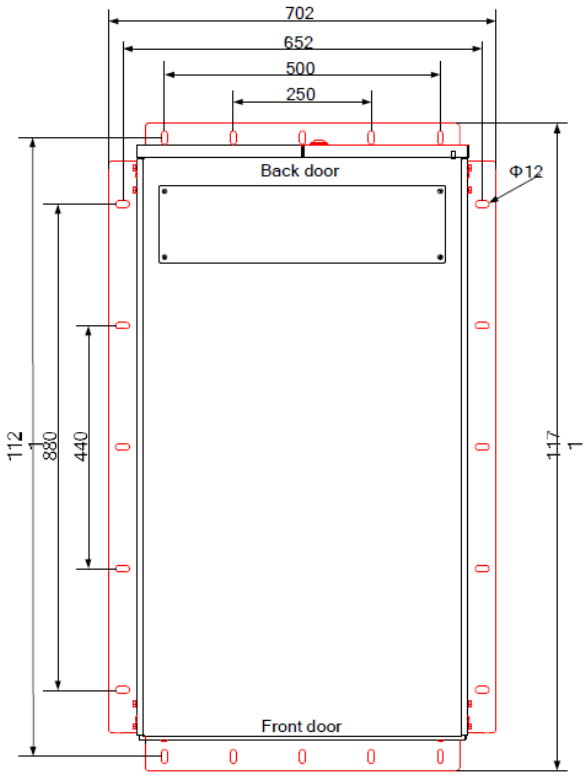

Figure 2-9 Anti-seismic Kits and mounting holes (Top view)
2) Mark mounting holes on the left and right sides of the cabinet, as shown in Figure 2-9.